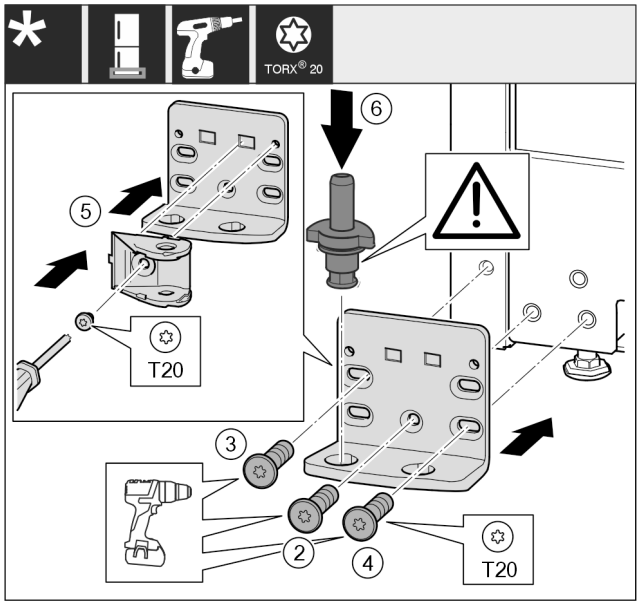

Fig. 49 *
- ▶ Aplicați suportul de lagăr pe partea opusă și înșurubați-l cu ajutorul unei șurubelnițe. Începeți cu șurubul *Fig. 49 (2)* de jos din centru.*
- ▶ Înșurubați ferm șurubul *Fig. 49 (3)* și șurubul *Fig. 49 (4)*.*
- ▶ Rotiți îmbinarea amortizorului de închidere *Fig. 49 (5)* cu 180°. Înșurubați pe partea opusă a suportului de lagăr cu șurubelnița.*
- ▶ Introduceți complet bolțul de lagăr *Fig. 49 (6)*. Aveți grijă aici ca respectiva camă de fixare să fie îndreptată către înapoi.*